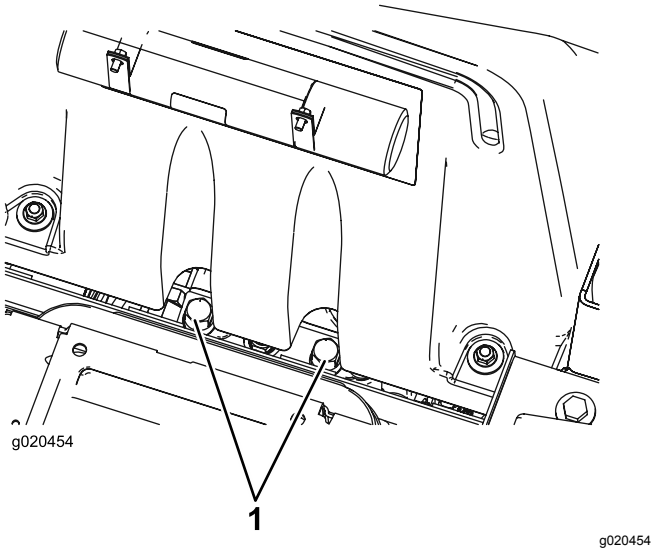

Figur 55
1. Hæv sædet. Omløbsventilerne er placeret under det forreste af brændstoftanken (Figur 55).